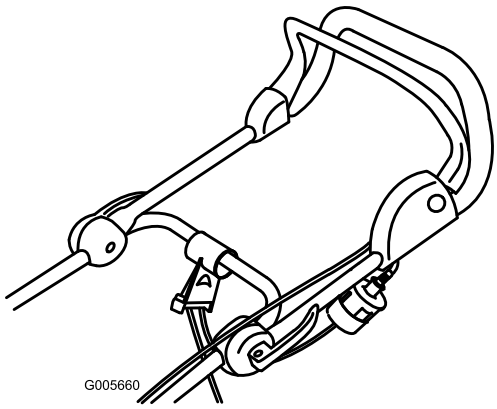

Figur 13
2. Koble skjøteledningen til gressklipperinntaket (Figur 13).